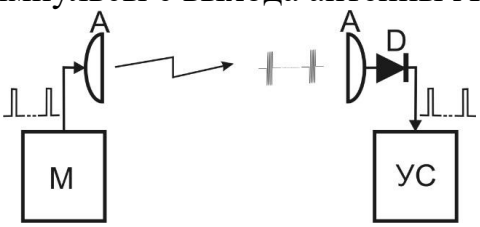
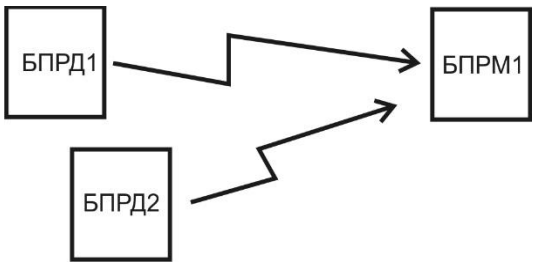

Рис. 6.11
Рис. 6.12
6.3.5.2 Антенна А БПРД, под управлением модулятора М, излучает в направлении антенны А БПРМ радиоимпульсы (см. рис. 6.11). Радиоимпульсы с выхода антенны А (БПРМ) поступают на детектор D, с выхода которого – на узел синхронизации УС.УС определяет их положение во времени и пропускает в узкие «временные ворота» для обработки и принятия решений. Идентификация «собственного» БПРД1 (рис.6.12) при «засветке чужим» соседним БПРД2 достигается выбором разных частотных литер БПРД1 и БПРД2, см п. 6.3.2.2.